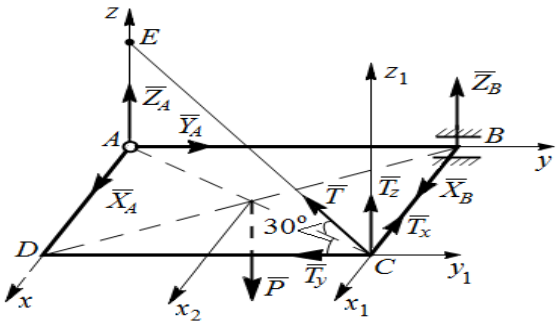

Рис.5.3
1)Рассмотрим равновесие пластинки $ABCD$, т.е. объектом исследовании задачи является данная пластинка (рис. 5.3).